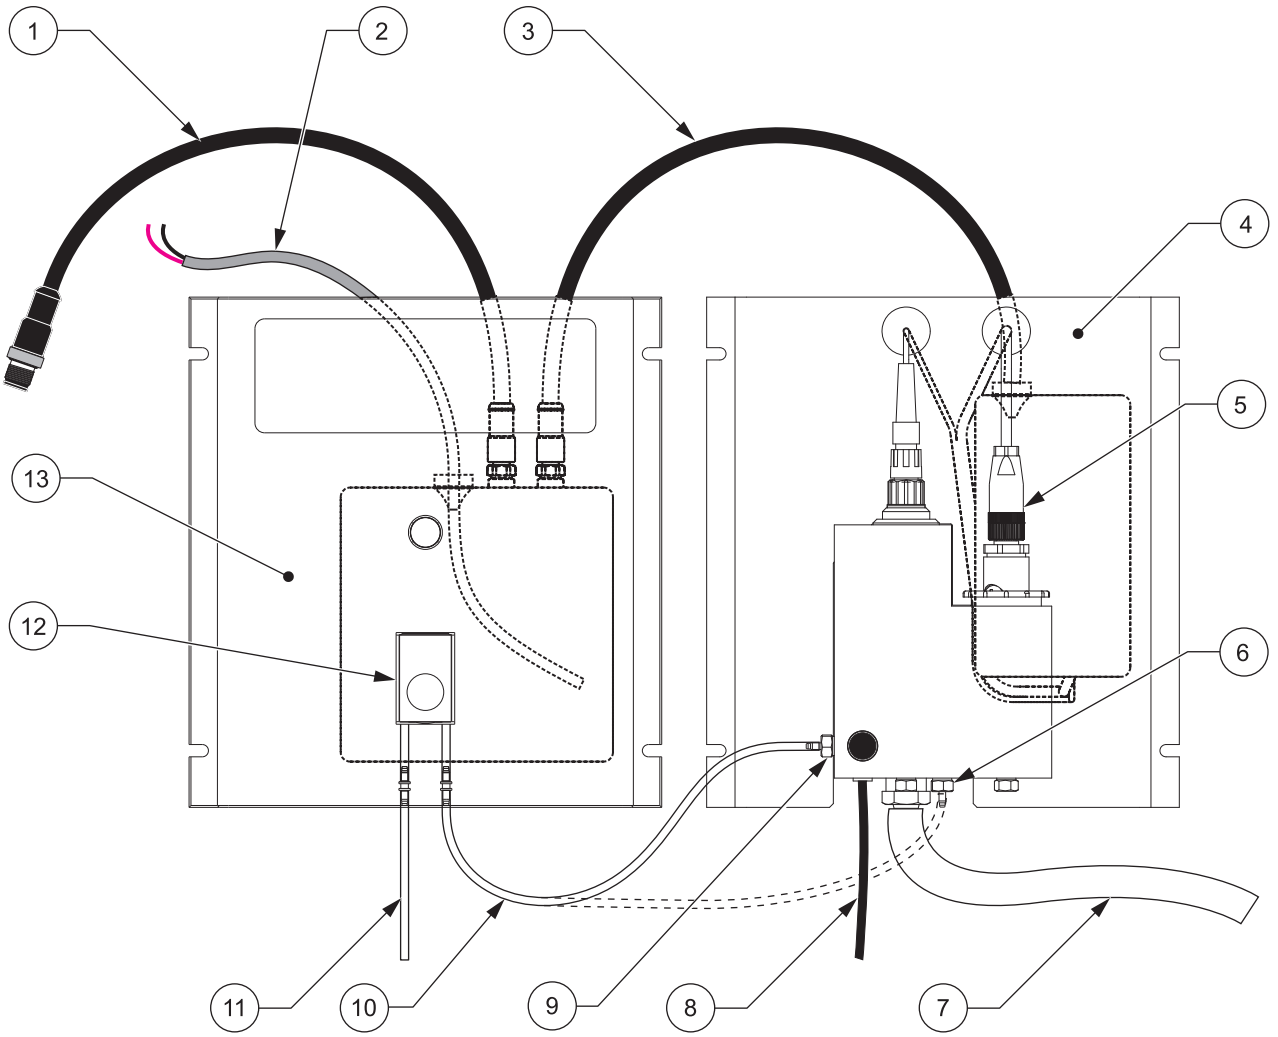

Figure 2 Typical Configuration with Sensor
2. Remove the 1/8 in. NPT plug from the port on the sensor block (see Figure 2 on page 3). Use the bottom sensor port for sample acidification with the HOCl sensor. Use the side sensor port for acidification with the 9184sc TFC sensor. Either port can be used for cleaning a sensor, but some acid will be lost to overflow if the side port is used.
5. Connect a piece of 1/16 in. tubing to the outlet (right) pump fitting. Connect the other end of the tube to the fitting on the sensor block. Push to tighten (see Figure 2 on page 3).
2. Disconnect the power cable from the sensor junction box and attach the cable to the quick connect fitting on the Acidification Unit (see Figure 2 on page 3).
3. Attach the extension cable to the quick connect fitting on the Acidification Unit and to the sensor (Figure 2 on page 3).